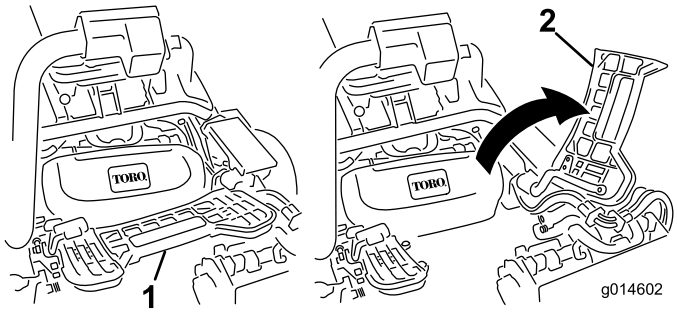

Figure 32
2. Relevez le repose-pieds pour accéder à la position du plateau de coupe central (Figure 32).